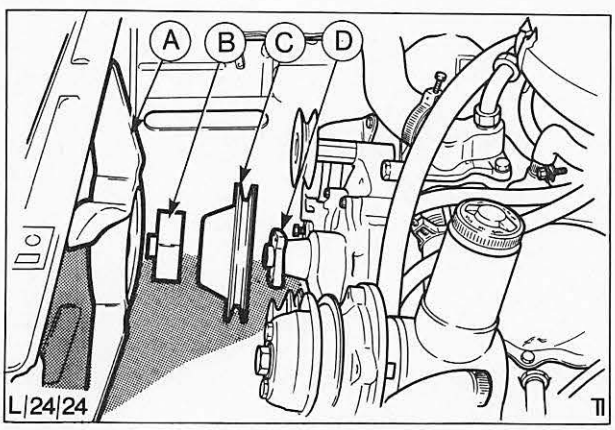

Abb. 57 A = Lüfter
6. Lüfter sowie Lüfterriemenscheibe anbringen und mit Schrauben befestigen, Abb. 57.